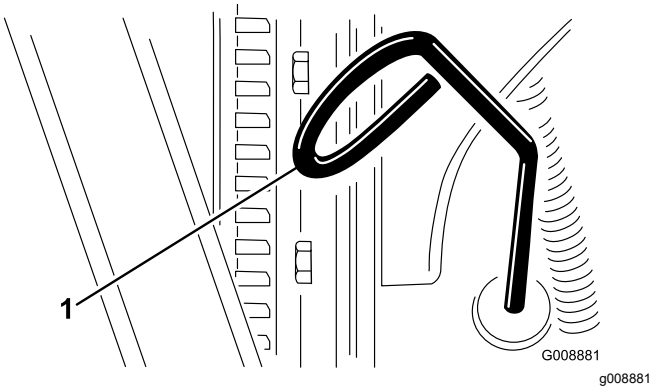

Rysunek 59
2. Wyciągnij bagnet (Rysunek 59) i przetrzyj go czystą szmatką.